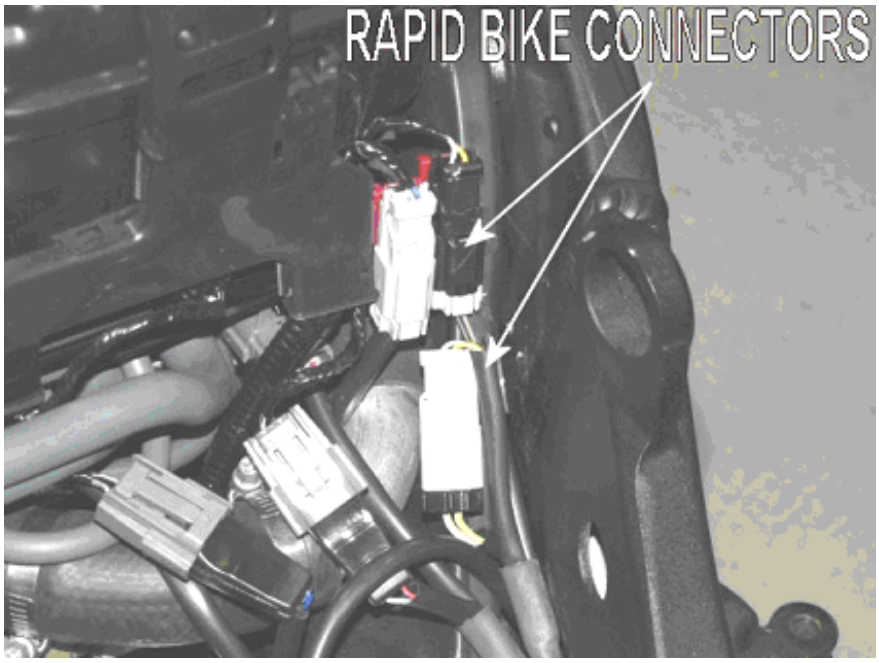

Fig.6
8. Die Rapid Bike-Verbinder an die Originalverkabelung anschließen (**Fig.6**).